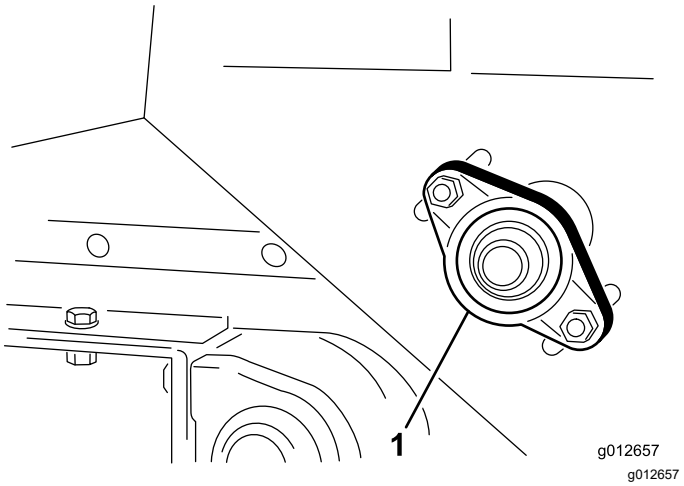

**Figur 40**
1. Løsne mutrene som fester lagerhuset (Figur 40), på høyre side av maskinen.